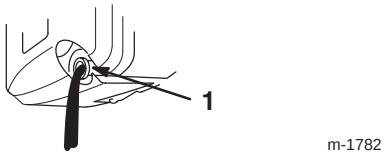

Figure 18
5. Tip the lawn mower onto its **left** side, allowing the oil to drain into the drain pan (Fig. 18).